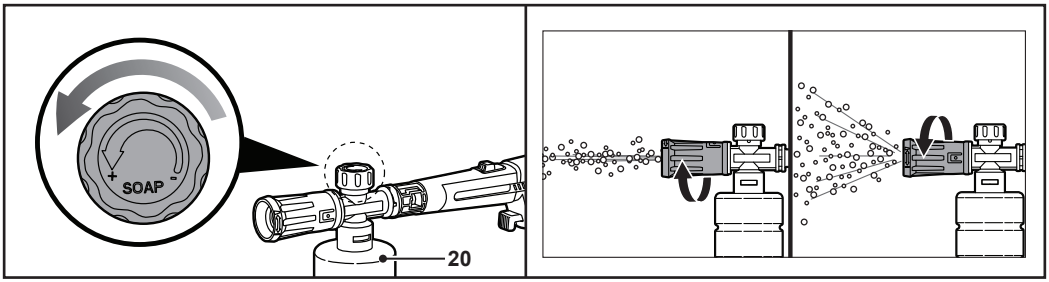

Rys. 11
- Obrócić pokrętło w lewo, aby użyć mniej piany (rys. 11).